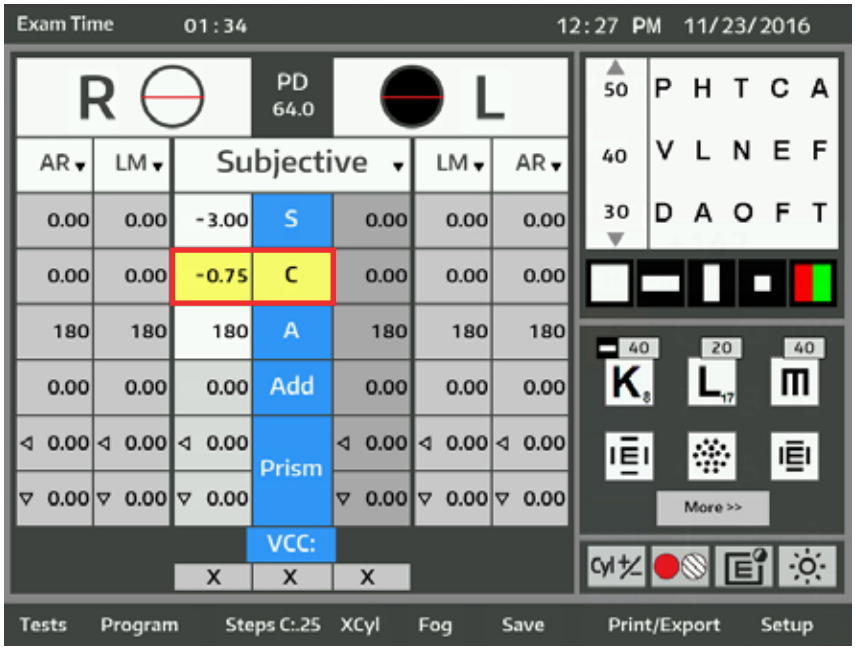

Figure IU-09 Cases Sphère actives
1. Activer le champ de la valeur Cylindre en appuyant sur la case **C** dans la zone d’affichage principale de l’écran pour activer le champ de la valeur Cylindre pour les deux yeux. Se reporter à la Figure IU-09.